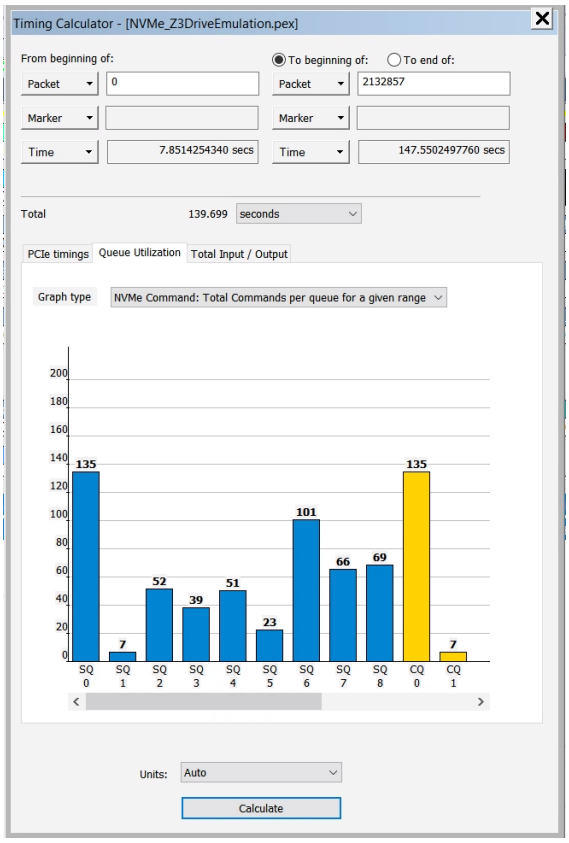

Figure 10.60: Timing Calculator: Queue Utilization
The Queue Utilization tool allows you to visualize the traffic on the submission queues (SQ) and command queues (CQ) within a time interval. The default interval is the entire trace. The graph is generated using the Calculate button at the bottom of the dialog (see Figure 10.60) below.